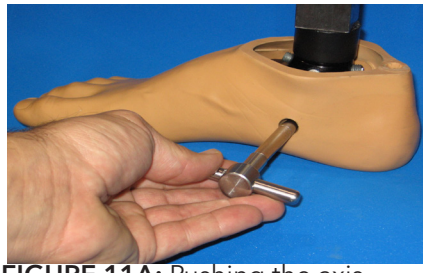

FIGURE 11A: Pushing the axis assembly through the ankle joint.
8. Lightly lubricate the bullet and axis with a coat of white lithium grease. With the assembly compressed, push the axis assembly through the ankle joint (FIGURE 11A, 11B), until the bullet begins to protrude from the opposite side. A light tap with a mallet might be necessary while maintaining a compressive force on the assembly.